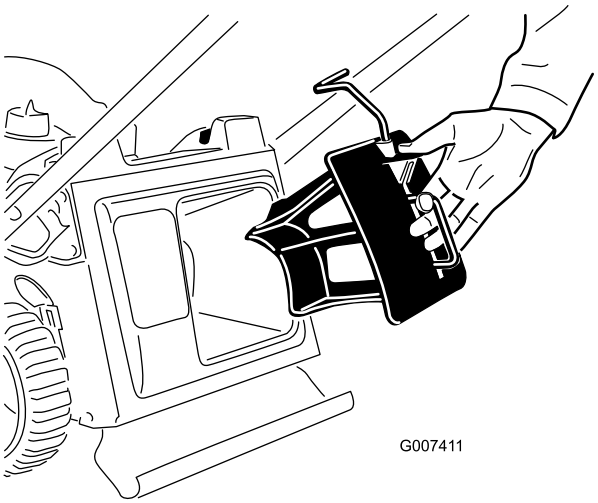

Figuur 10
1. Plaats de mulchplug in de maaimachine, indien ze nog niet geïnstalleerd is (Figuur 10).